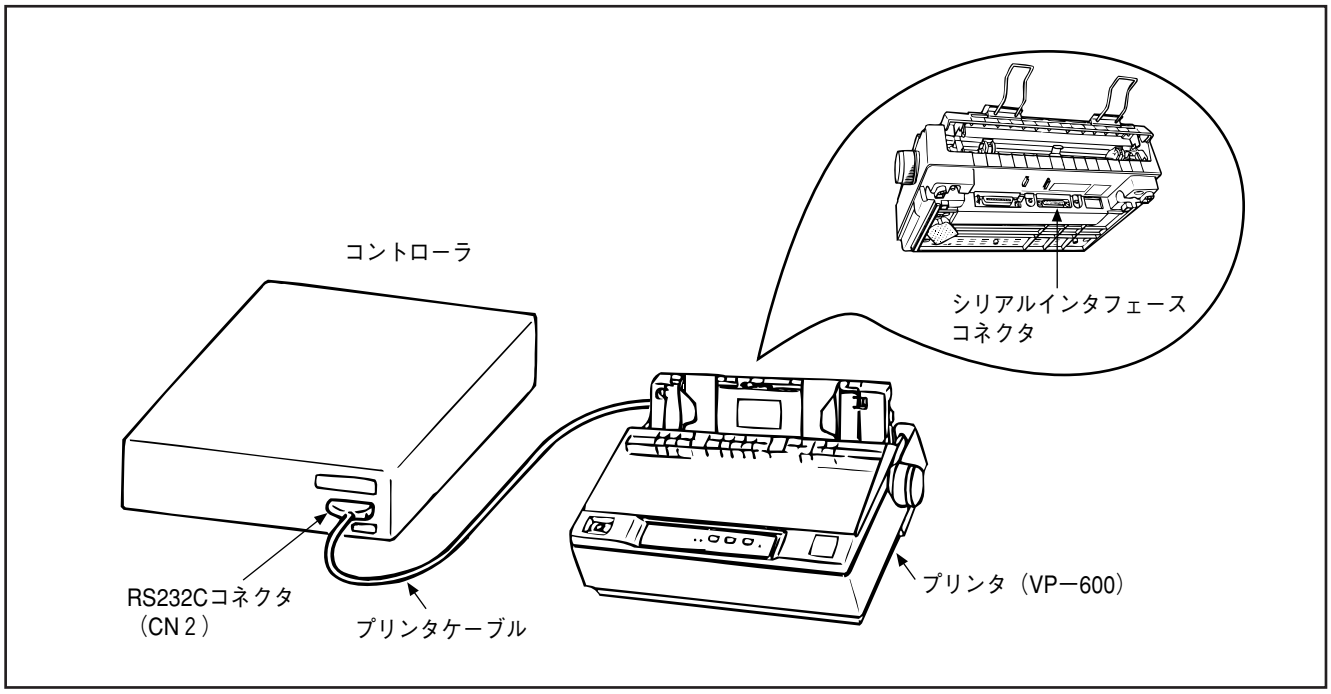

図４－８　プリンタの接続方法
①ロボットコントローラとプリンタの両方の電源が切れていることを確認してください。（ON状態の場合は、OFFにしてください。）
②図４－８のようにロボットコントローラの「RS232C」コネクタ（CN2）とプリンタの「シリアルインターフェースコネクタ」をプリンタケーブルで接続します。（プリンタケーブルはロボットコントローラ側とプリンタ側を間違えないようにしてください。）
③ロボットコントローラとプリンタの電源を入れ、準備完了となります。
④取り外しは、ロボットコントローラとプリンタの両方の電源を切ってから、ケーブルを取り外してください。